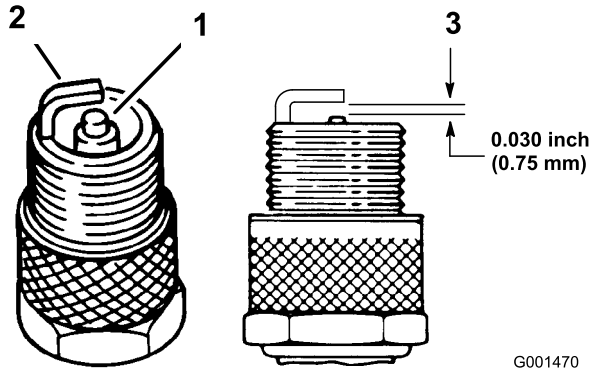

Figur 31
3. Kontroller sideelektrodens, midterelektrodens og midterelektrodens isolators tilstand for at sikre, at disse ikke er beskadiget (Figur 31).
4. Sæt gnistgabet mellem midter- og sideelektroderne til 0,762 mm (Figur 31).